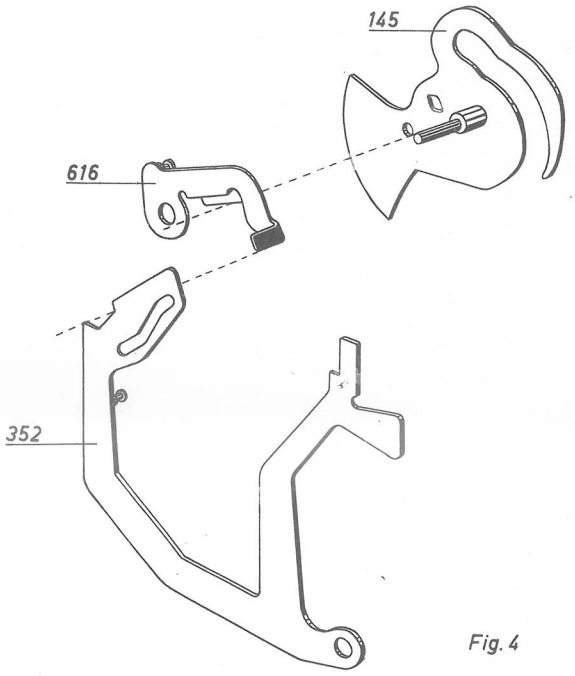

Fig.4
Der Plus/Minus-Schaltarm (352,Fig.4) wird von der Sperre (616) in Minuslage arretiert. Er wird nur freigekuppelt, wenn bei Zwischen- oder Endsumme der Zapfen an der Totalkurve (145, Fig.4) die Sperre (616) anhebt.